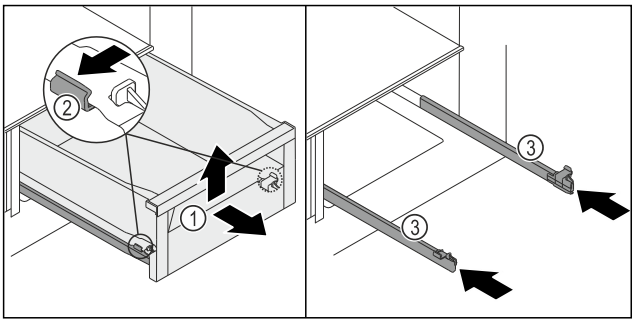

Fig. 116
- ▶ Trekk skuffen *Fig. 116 (1)* så langt ut som mulig.
- ▶ Trykk samtidig klemmen *Fig. 116 (2)* på venstre og høyre side av skinnene litt utover.
- ▷ Skuffen *Fig. 116 (1)* løsner fra skinnene.
- ▶ Løft opp skuffen *Fig. 116 (1)* i fronten.
- ▶ Fjern skuffen *Fig. 116 (1)* forover.
- ▶ Skyv inn skinnene *Fig. 116 (3)*.